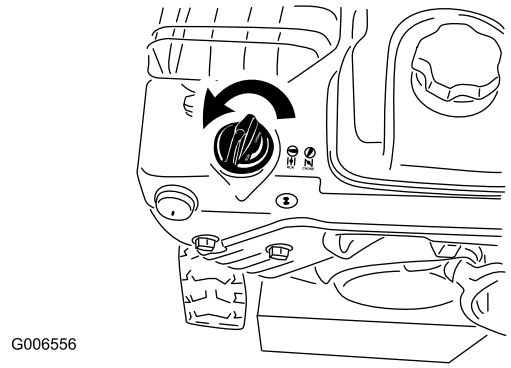

Figur 27
5. Flytta choken till chokeläget (Figur 27).